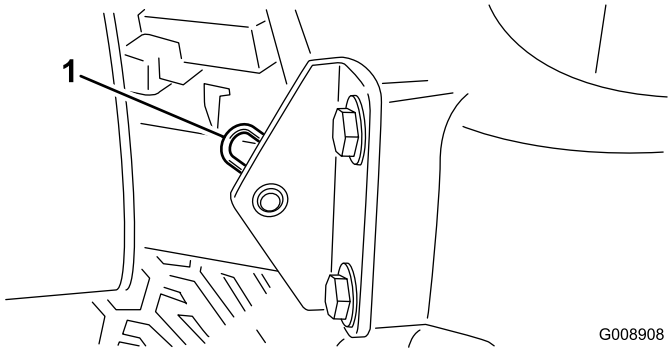

Figur 40
2. Fjern hårnålssplinten som fester panseret til monteringsbrakettene (Figur 40).